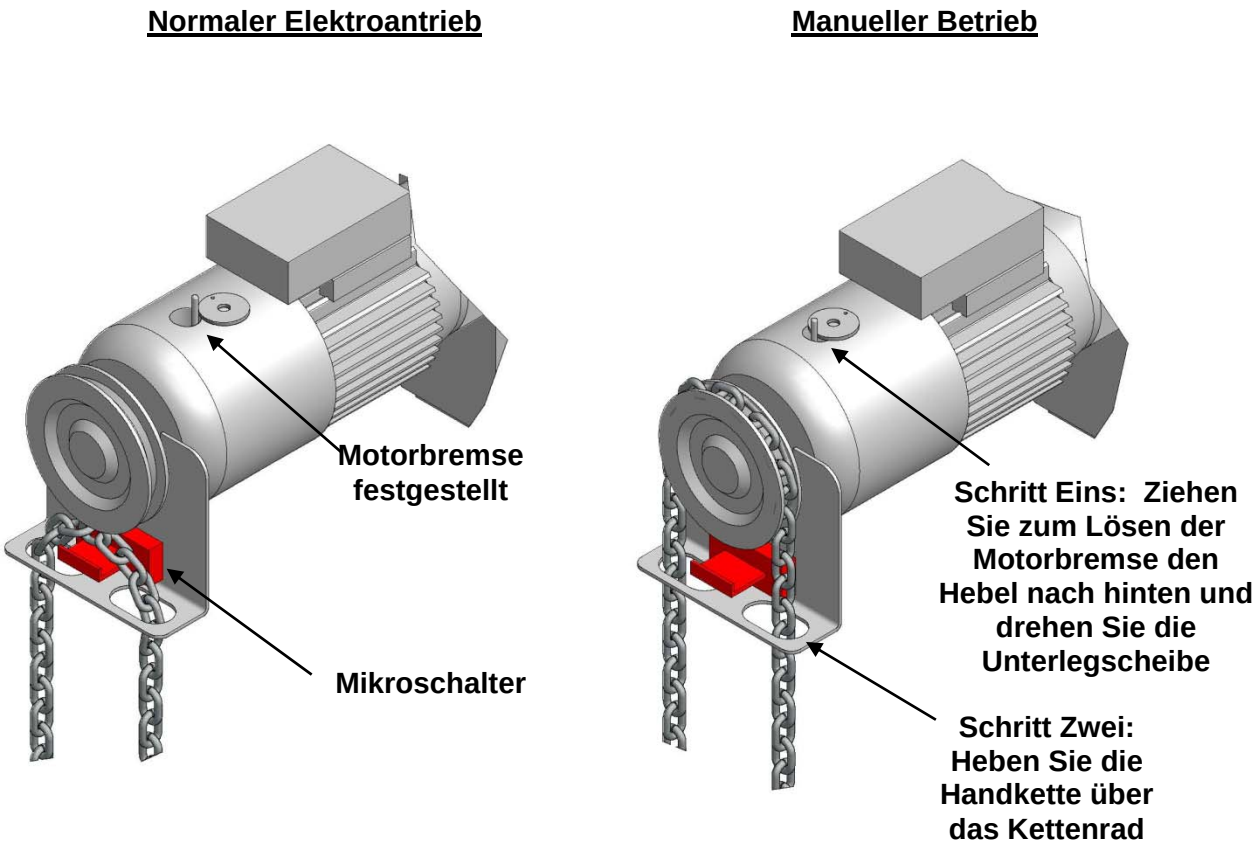

Abbildung 31
10.2 Stromausfall oder Motorversagen: Um das Tor von Hand zu bedienen, lösen Sie zunächst die Motorbremse bevor Sie die Handkette wie in Abbildung 31 gezeigt über das Kettenrad heben. Ziehen Sie dann zum Bedienen des Tors an der Kette. Solange die Kette nicht auf dem Mikroschalter liegt, lässt der Motor sich nicht starten.